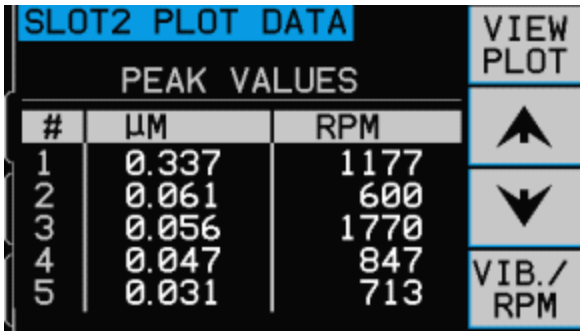

图 21
1) 查看数据。按此按钮变为显示振动峰值列表（图 21）。这是在选择范围内记录到的前 20 个峰值（或更少）。此屏幕上的“振值序/转速序”按钮排列这些值的顺序，可按振值或按转速排序。箭头按钮用于在数值间向上或向下移动。“观看频谱”按钮返回到显示最新记录图形的屏幕。